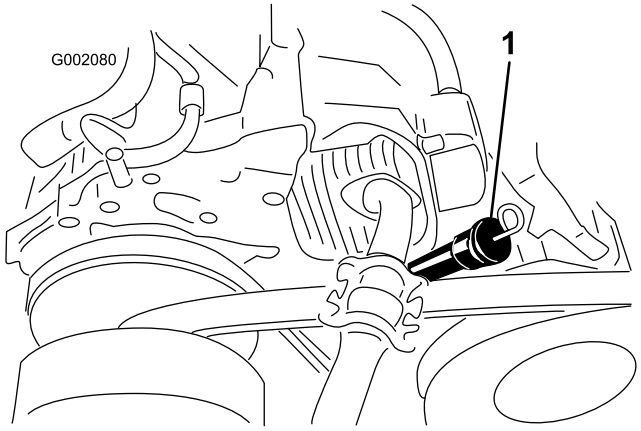
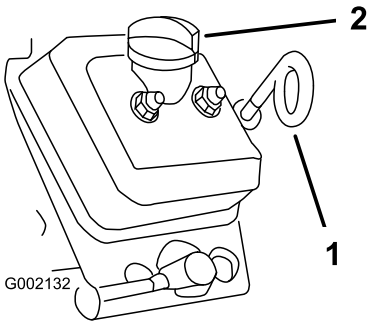

Figur 15
Figur 16
- Model **07266TC og 07279** – oliemålepinden og påfyldningsstudsen (Figur 15).
- Model **07273 og 07273TC** – oliemålepinden og påfyldningsdækslet (Figur 16).
4. Fjern målepinden, og tør pindens ende af (Figur 15 og Figur 16).
5. Skub målepinden helt ind i påfyldningsrøret (Figur 15 og Figur 16). Træk målepinden ud, og kig på pindens ende.
6. Sæt målepinden ordentlig i (Figur 15 og Figur 16).